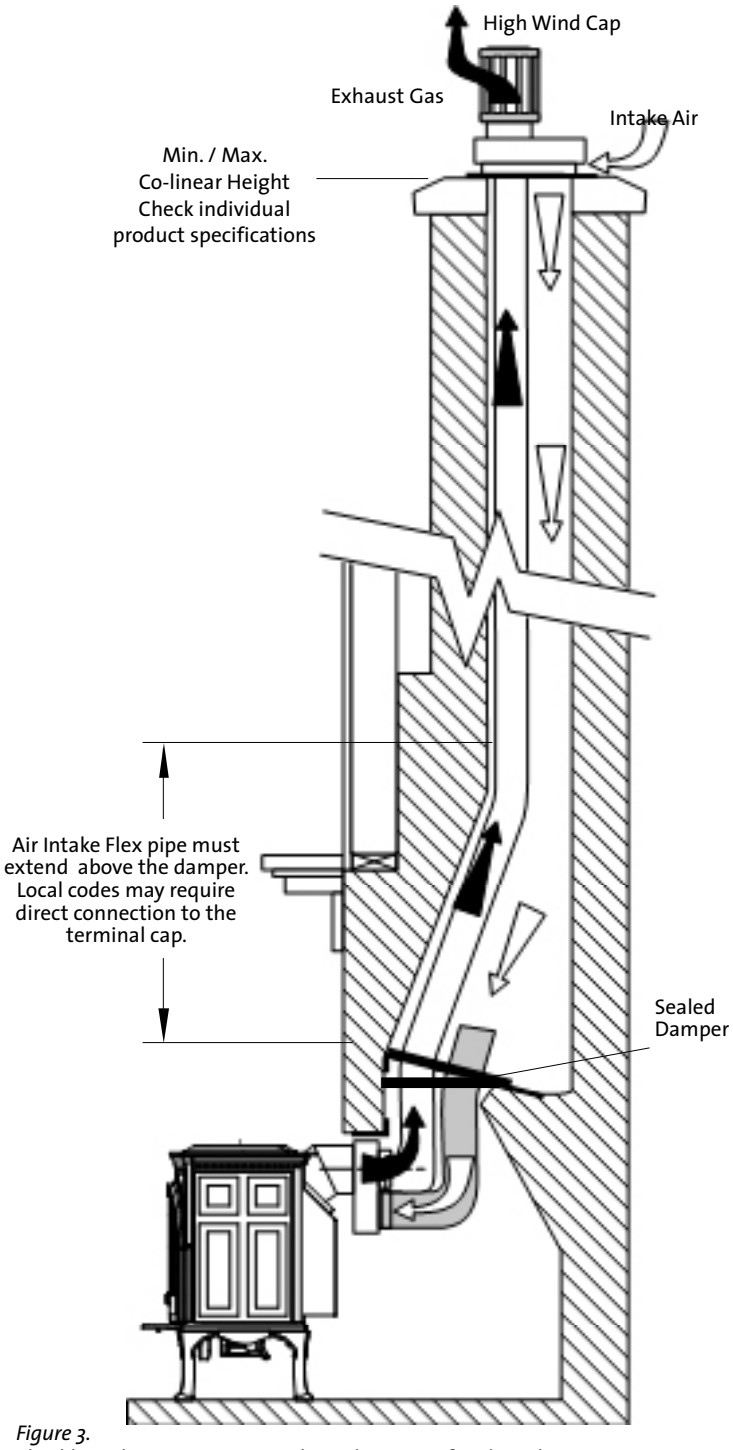

Figure 3.
Colinear Vent is intended for vertical termination only and is used when it is necessary to vent a stove or fireplace insert though an existing masonry, or factory-built (ZC) fireplace, or Class A prefabricated chimney. Separate, 3 inch diameter, flexible intake and exhaust pipes are run through the chimney and connect to a coaxial adaptor at the appliance. Use only a Colinear Flexible Vent system approved for use in a solid-fuel burning fireplace. See figure 3.